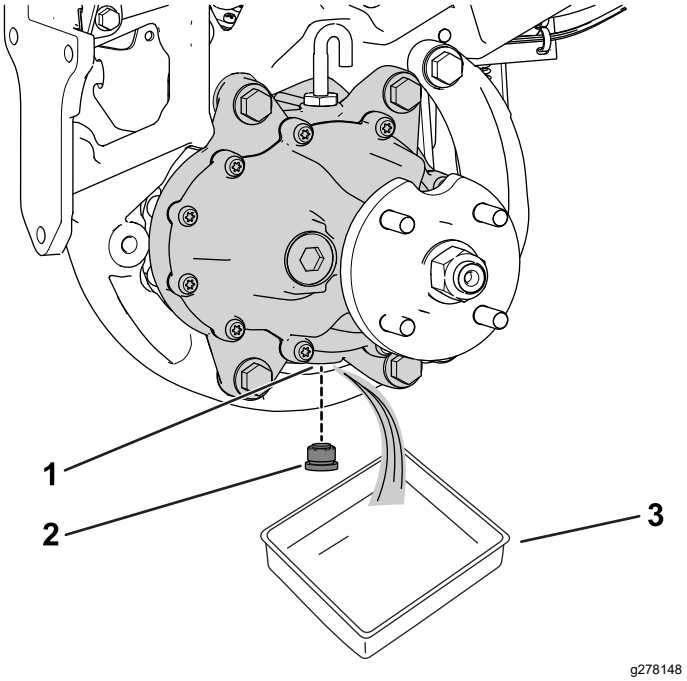

Figuur 58
3. Plaats een opvangbak onder de wielmotor (Figuur 58).
4. Haal de plug uit de aftapopening (Figuur 58).
6. Monteer de aftapplug in de aftapopening (Figuur 58).